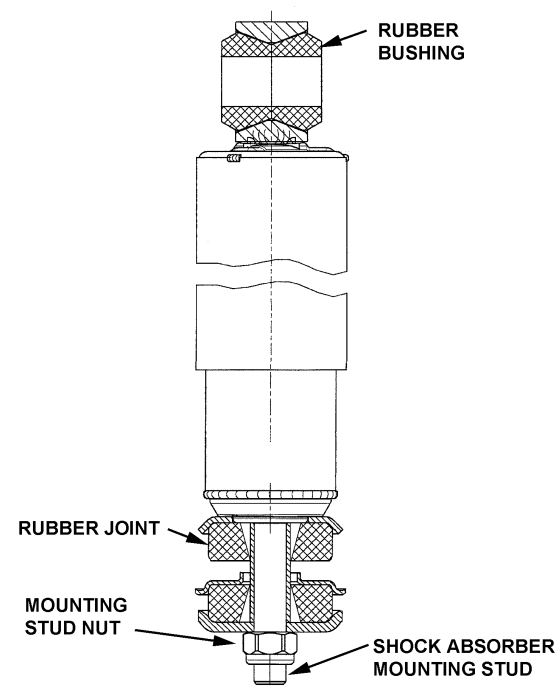

FIGURE 34: SHOCK ABSORBER 16112
5. Install the shock absorber as shown in Figure 34 with the mounting stud protruding through the hole in the mounting bracket and the shock absorber eyes over the mounting pins. Install the outer washer.